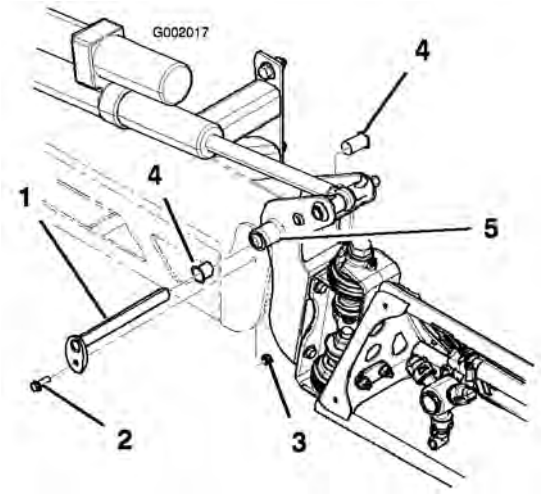

Figur 61
3. Når bommens vægt er understøttet, kan du fjerne den bolt og møtrik, der fastholder drejetappen på bommen (Figur 61). Fjern drejetappen.
5. Fjern og efterse nylonbøsningerne fra aksebeslagets for- og bagside (Figur 61). Udskift eventuelle beskadigede bøsninger.
7. Monter bommen og aksebeslaget på midterstellet, og tilpas åbningerne (Figur 61).